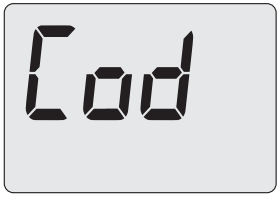

Figura 8.5
- Scorrere i vari parametri utilizzando i tasti 13 o 14 fino a far apparire sul display LCD le lettere **Cod**, indicanti l'entrata nel "parametro Cod" (Figura 8.5) che poi visualizza tre trattini "**- - -**" fissi.